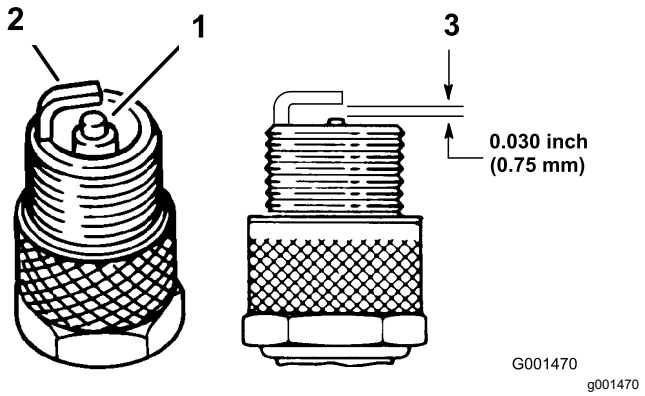

Figur 41
4. Kontroller sideelektrodens, midterelektrodens og midterelektrodens isolators tilstand for at sikre, at disse ikke er beskadiget (Figur 41).
5. Indstil gnistgabet mellem midten og siden af elektroderne til 0,762 mm som vist i Figur 41.